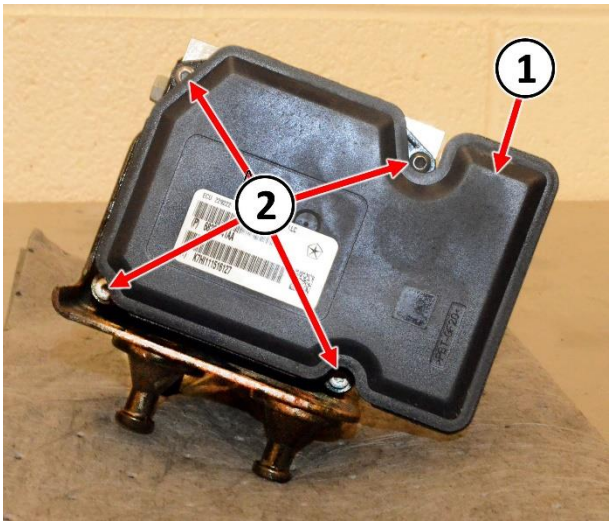

Figure 14 – ABS Module
6. Remove and **DISCARD** the four ABS module screws (2) securing the module (1) to the HCU (Figure 14).
NOTE: Tighten the ABS module screws (2) in a crisscross pattern (Figure 14).
11. Install the four **NEW** ABS module screws (2) securing the module (1) to the HCU and tighten to 3 N·m (27 In. Lbs.) (Figure 14).